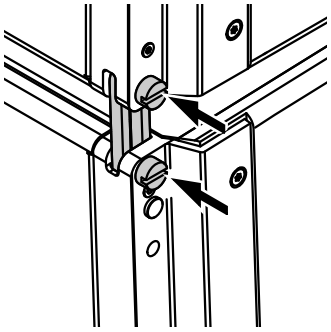

Abb. 3: SUB zu SUB, 2.5° Splay-Winkel, offen
3. SUB zu SUB mit 2.5° Splay-Winkel (offen) zwischen den Lautsprechern (⇒ Abb. 3).